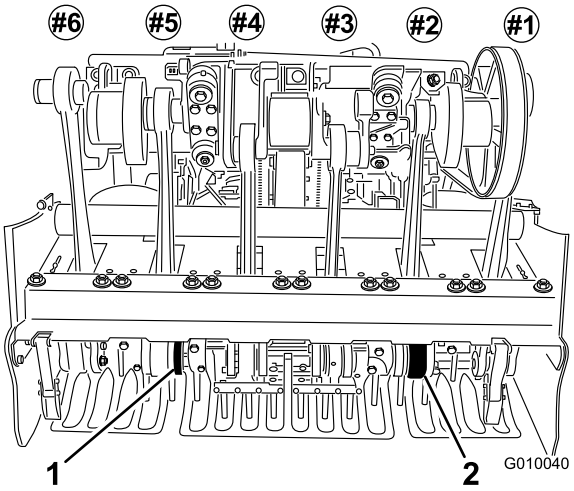

Figur 26
5. Montera luftarpinnar i luftarpinnshållarna nr 2 och 5 (Figur 26). Dra åt bultarna.